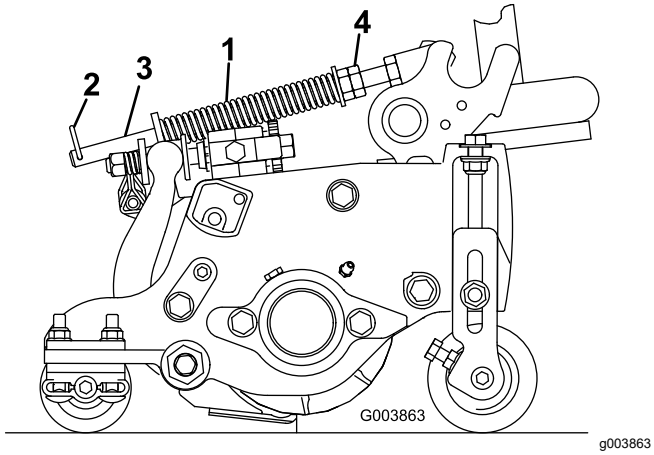

**Figuur 50**
De gazoncompensatieveer (Figuur 50) zorgt ervoor dat het gewicht van de voorste naar de achterste rol wordt verplaatst. Dit voorkomt dat er een golfpatroon in de grasmat ontstaat, ook wel bekend als 'bobbing'.
1. Monteer de borgpen in de achterste opening in de veerstang (Figuur 50).
2. Draai de zeskantige moeren op het voorste uiteinde van de veerstang vast totdat de lengte van de samengedrukte veer 15,9 cm bedraagt; zie (Figuur 50).